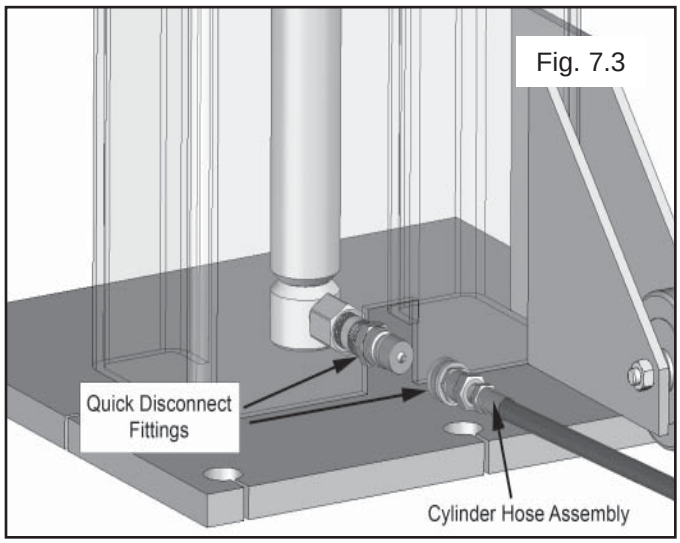

Fig. 7.3
5. Connect one end of each Cylinder Hose Assembly to the Quick Disconnect fitting at the base of each Cylinder. (See Fig. 7.3)